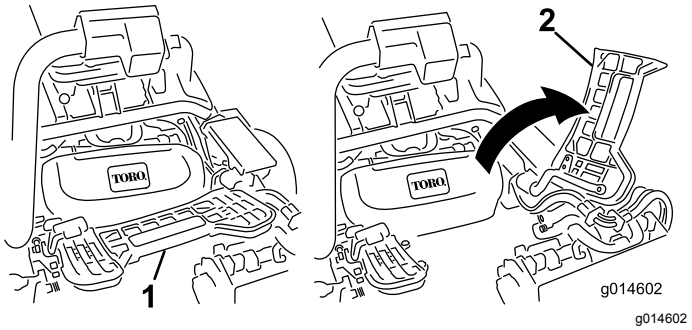

**Rysunek 50**
2. Unieś podnóżek i odchyl go do pozycji otwartej w celu uzyskania dostępu do centralnego zespołu tnącego (Rysunek 50).